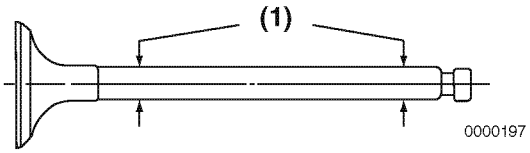

Figure 6-20
Use a micrometer to measure the valve stem diameter. Measure the valve stem near the combustion end and near the opposite end **(Figure 6-20, (1))**. *See Intake / Exhaust Valve and Guide on page 6-7 for the service limit.*